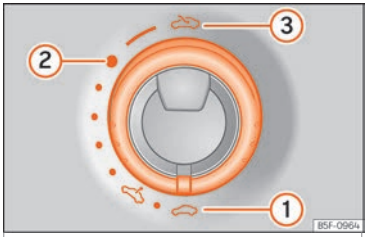

Fig. 12 On the internal roof: turn the knob to open and close
- Open: turn the switch to position ››› Fig. 12 ③.
- Comfort position: turn the switch to position ››› Fig. 12 ②.
- Close: turn the switch to position ››› Fig. 12 ①.